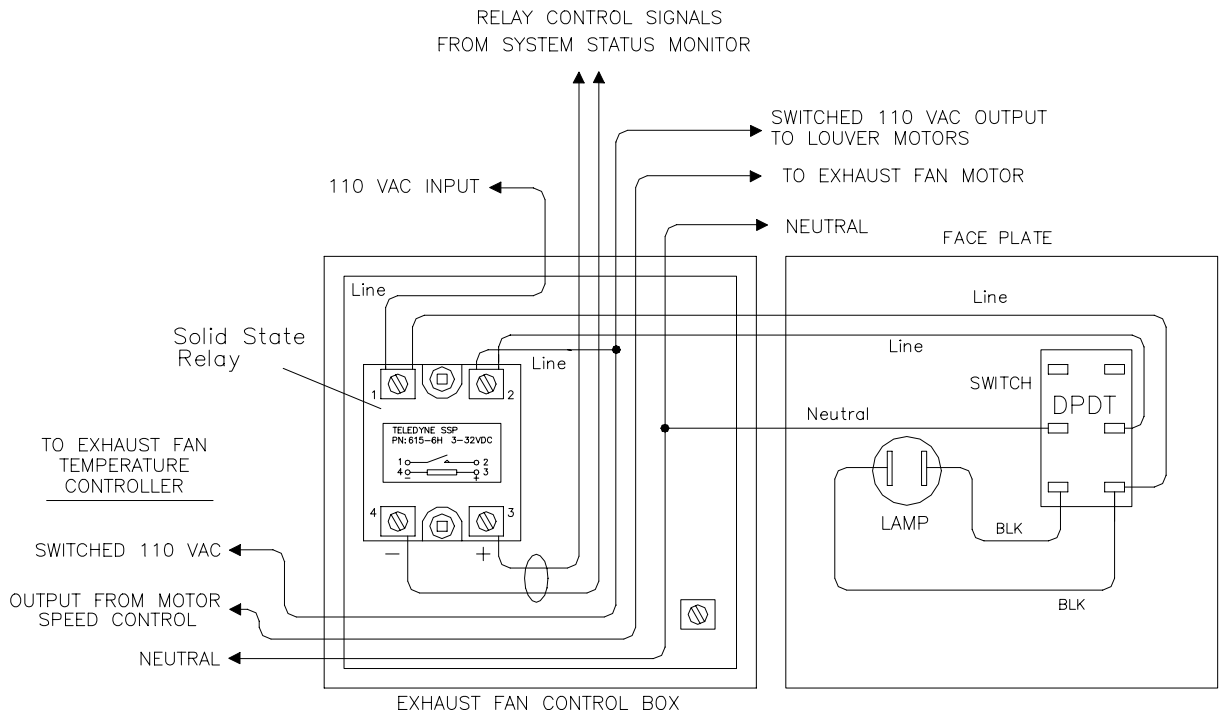

Figure 3-12 Exhaust Fan/Louver Control Box Wiring Diagram
6. Connect the control and power wires to the relay prior to mounting the relay in the bypass box (see Figure 3-12 for a wiring diagram).